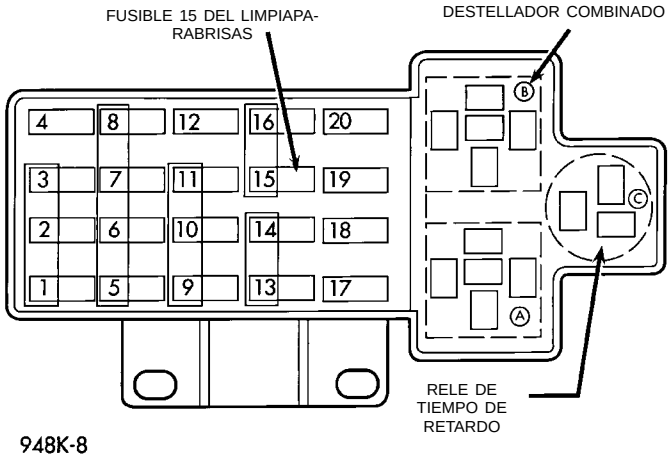

Fig. 1 Bloque de fusibles
(1) Verifique el fusible 15, en el bloque de fusibles (Fig. 1).